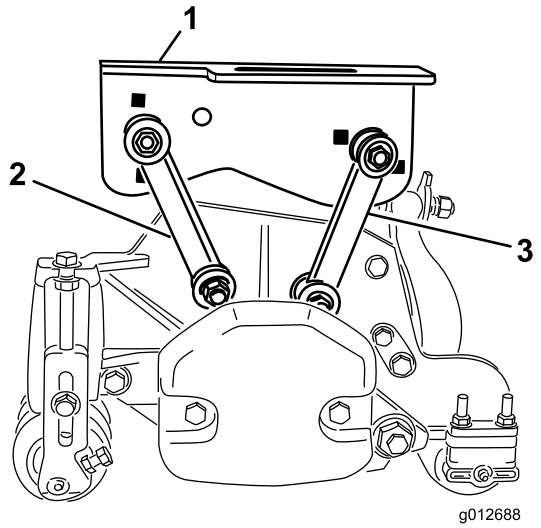

**Figur 17**
- Fest monteringskoblingene til midtre bærerammehull med en bolt (3/8 x 2 1/4 tommer), to flate skiver og en låsemutter som vist på Figur 17. Plasser en skive på hver side av koblingen når du monterer. Stram til festene med et moment på 42 Nm.
- Fest bakre monteringskoblinger til midtre bærerammehull med en bolt (3/8 x 2 1/4 tommer), to flate skiver og en låsemutter som vist i Figur 17. Plasser en skive på hver side av koblingen når du monterer. Stram til festene med et moment på 42 Nm.